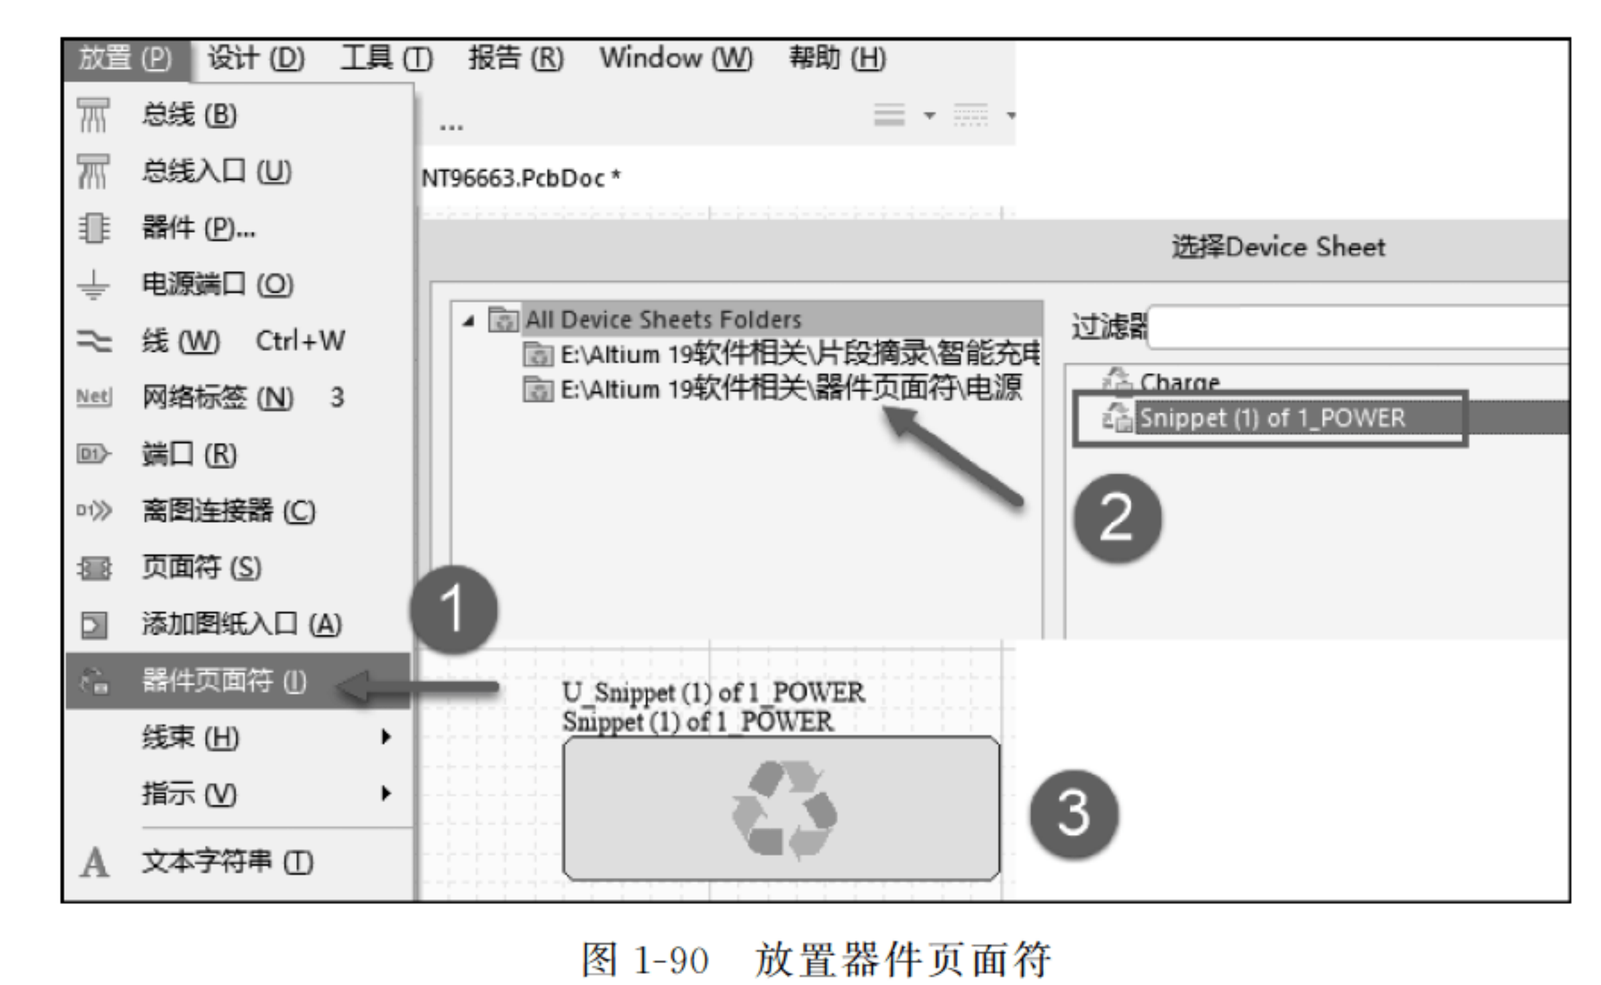

图 1-90　放置器件页面符
(6) 在原理图中放置器件页面符。经过上述创建片段的过程,可以在任意原理图中引入做好的原理图片段。具体方法是:打开任意一个需要放置原理图片段的原理图文件,执行菜单栏中“放置”→“器件页面符”命令,然后选择相应的片段,如图 1-90 所示。